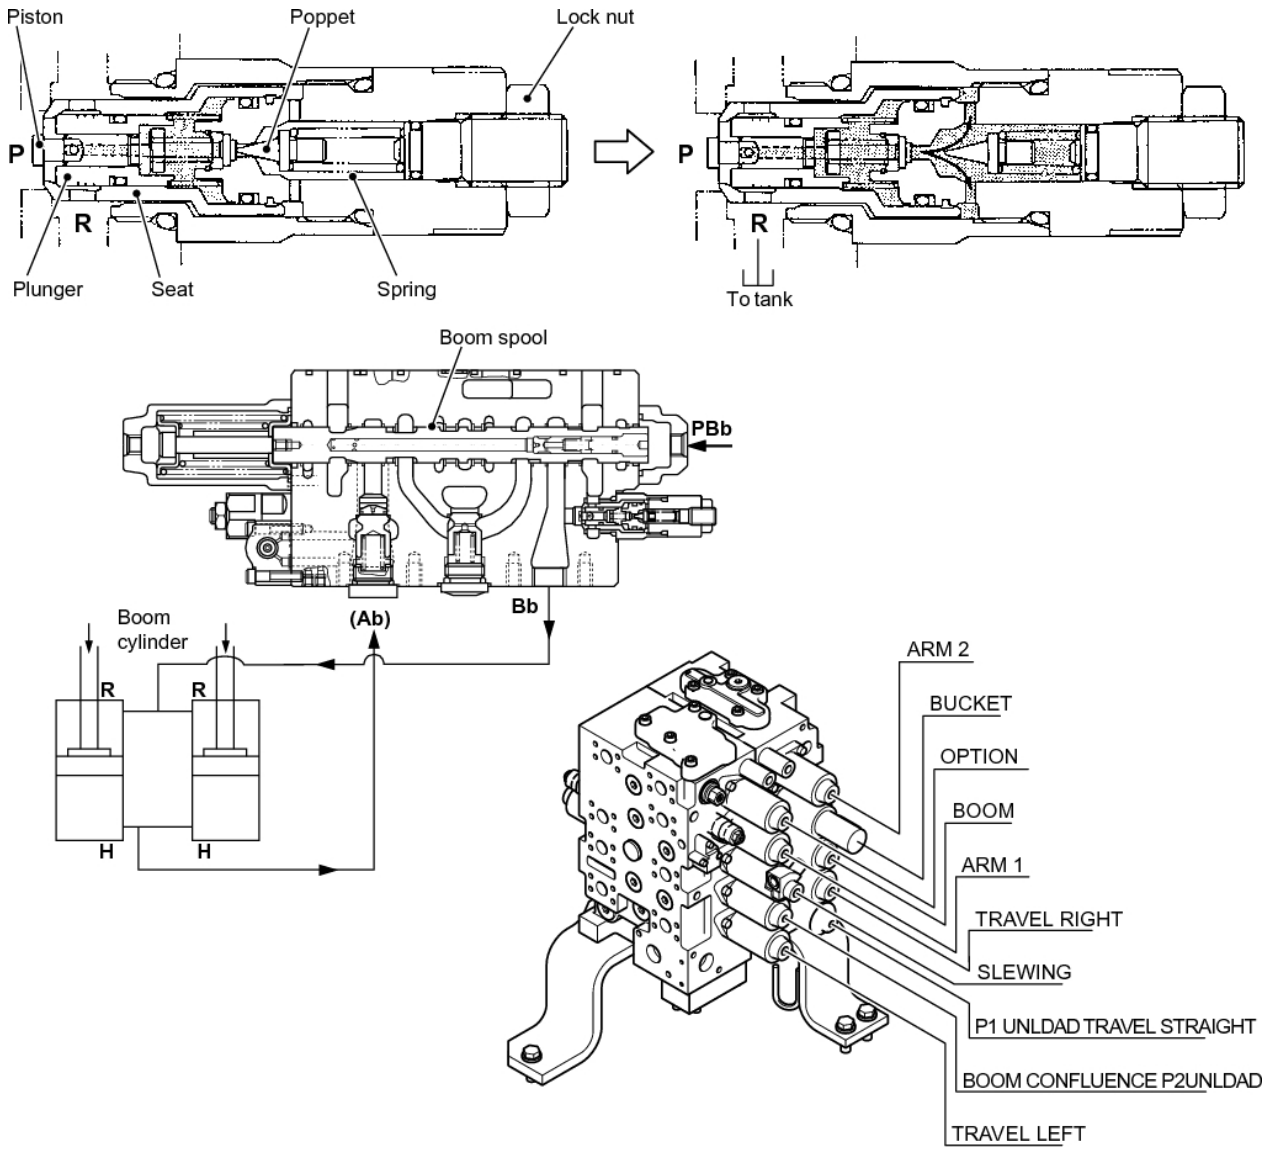

Fig. 8-18
A. How to Lower Attachment - Fig. 8-18